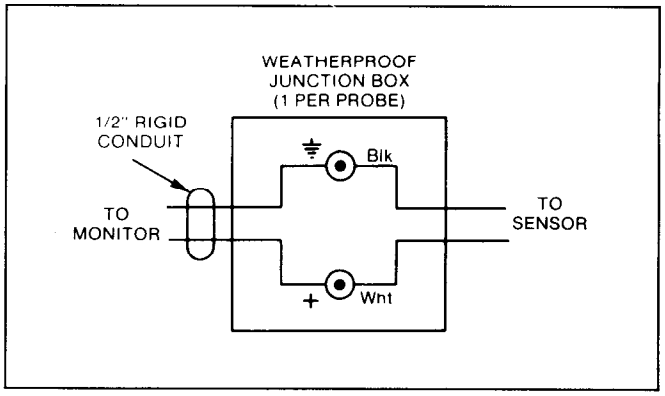

Figure 13. Two-Wire Sensor Field Wiring Diagram.
6. Using wire nuts, connect the two-wire sensor cable to the field wires in the sensor junction box (see Figure 13 "Two-Wire Sensor Field Wiring Diagram"). Since these are contact switches, polarity is not a consideration when connecting sensor wires to field wires.
8. Using wire nuts, connect the two-wire sensor cable to the field wires in the sensor junction box (see Figure 13, "Two-Wire Sensor Field Wiring Diagram"). Since these are contact switches, polarity is not a consideration when connecting sensor wires to field wires.
i. Using wire nuts, connect the two-wire cable to the field wires in the sensor junction box (see Figure 13, "Two-Wire Sensor Field Wiring Diagram"). Since these are contact switches, polarity is not a consideration when connecting sensor wires to field wires.